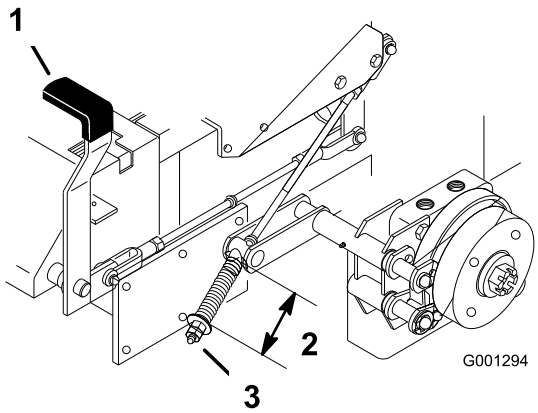

Figur 66
2. Mål lengden på fjæren. Lengden mellom skivene skal være 64 mm (Figur 66).
3. Hvis det er nødvendig med justering må du koble ut parkeringsbremsen, løsne på låsemutteren under fjæren og justere mutteren rett under fjæren (Figur 66). Drei mutteren inntil korrekt måling er oppnådd. Vri mutteren med klokken for å gjøre fjæren kortere og mot klokken for å gjøre den lengre.